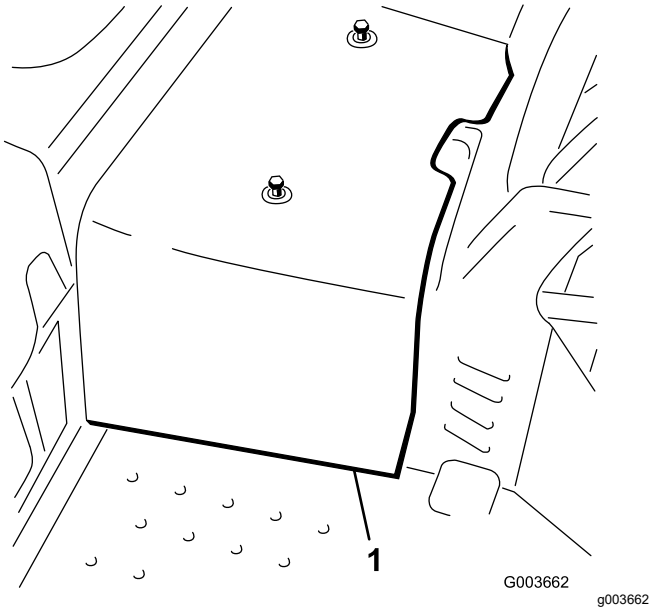

Bild 3
8. Trennen Sie die mittlere Abdeckung vom Rahmen und nehmen Sie sie ab (Bild 3).